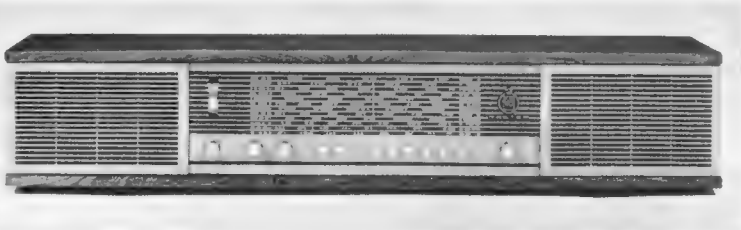

Bild 6. Alltransistor-Tischgerät für Netzanschluß Master 610 K (Bang & Olufsen)
7. Der Transistor im netzbetriebenen Heimgerät hat sich noch nicht eingeführt, zumindest nicht im Bundesgebiet. Erwähnenswert ist hier das von *Bang & Olufsen*, Struer/Dänemark, offerierte besonders breite und flache Tischmodell Master 601 K *(Bild 6)* mit 22 Transistoren, fünf Dioden und einem Brückengleichrichter zum Anschluß an 220 V Wechselstrom. Das Gerät hat einigen Reiz, etwa wegen der beiden Lautsprecher, Modell 04654 Y Sinus, in zwei allseitig geschlossenen, innen stark bedämpften Kammern, die eine befriedigende Baßwiedergabe trotz der geringen Abmessungen liefern. Es lassen sich auch größere Außenlautsprecher anschalten; dann arbeitet der Empfänger als Steuergerät. Jeder Stereo-Nf-Kanal liefert 6 W; die Kanaltrennung wird mit ≥ 40 dB, der Rauschabstand mit ≥ 50 dB und der Frequenzgang mit 30...15 000 Hz genannt. Die Wellenbereiche sind interessant bemessen: LW = 940...2040 m, MW = 188...578 m, GW = 75...194 m, UKW = 88...108 MHz; Kurzwellen fehlen.